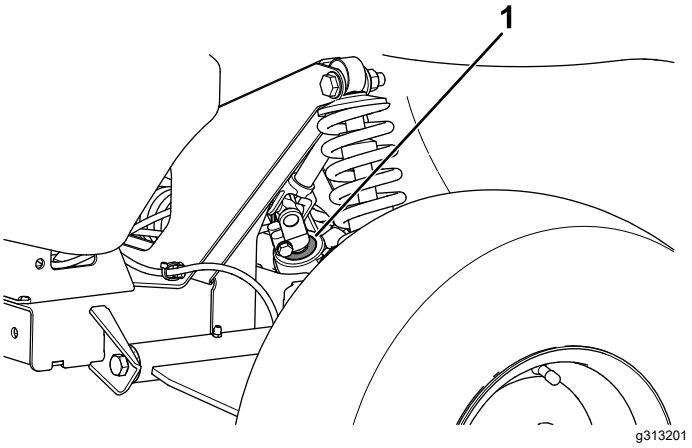

**Figuur 54**
***Belangrijk:*** **Controleer de toestand van de afdichting van de rondselas en ga na of u deze op een veilige manier kunt gebruiken (Figuur 54).**